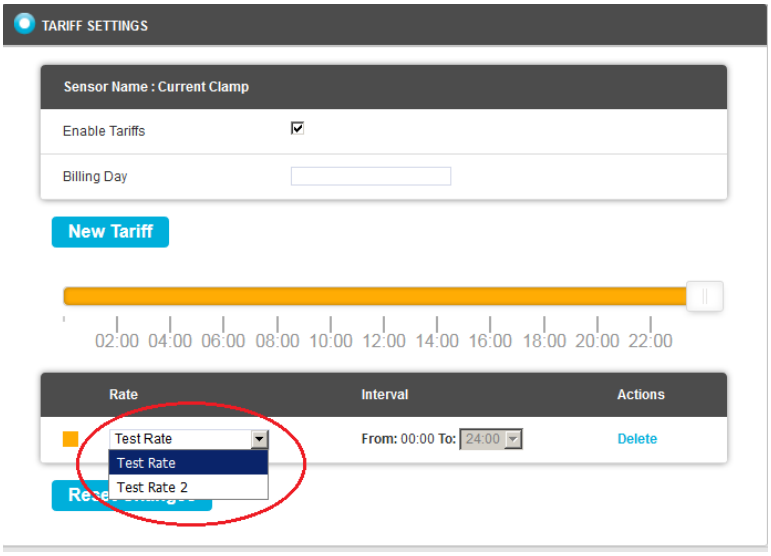

Figure 39
➢ To allocate another **Tariff Rate** to the **Tariff**, click on the **Rate** drop-down menu and select one of the displayed Tariff Rates. See Figure 39 below:
- To allocate another **Tariff Rate** to the **Tariff**, click on the new **Tariff's** Rate drop-down menu and select one of the displayed Tariff Rates. See Figure 39 above.
2. As with the first **Tariff**, select a **Tariff Rate** for it from its **Rate** drop-down list. See Figure 39 above.